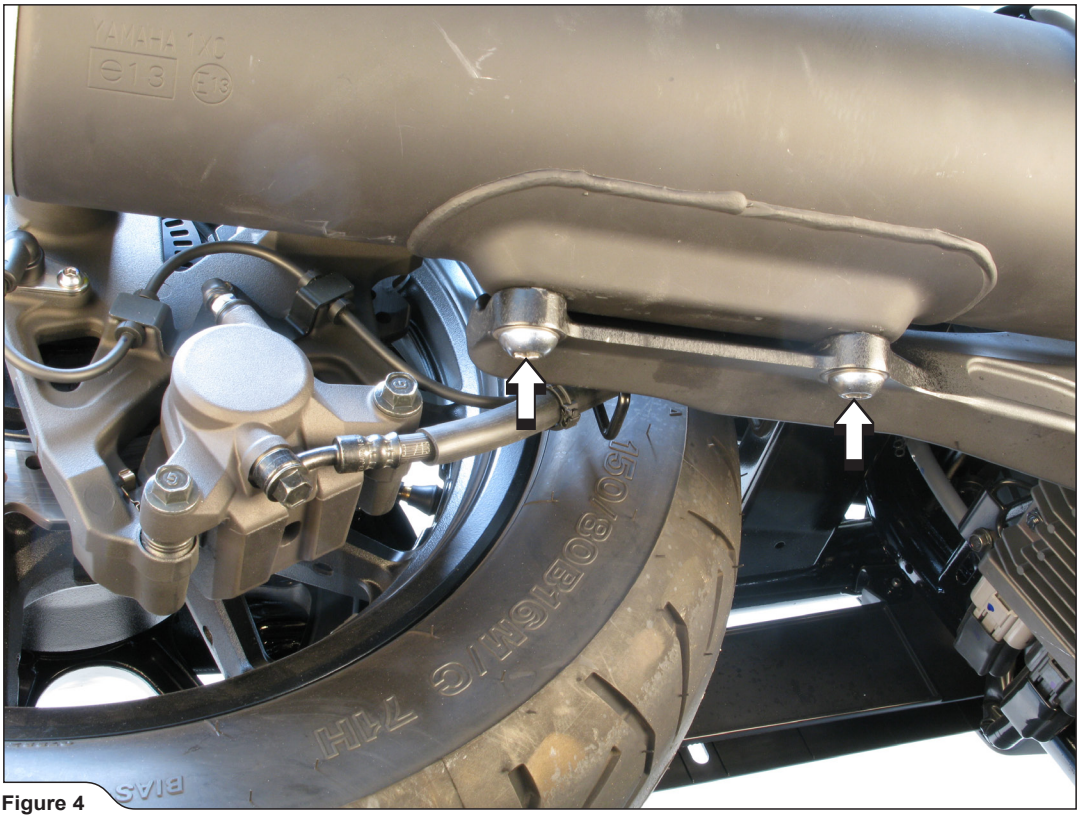

Figure 4
5. Unscrew the muffler's bracket bolts and carefully remove the muffler off the motorcycle **(Figure 4).**